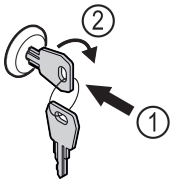

Fig. 90 Reprezentare exemplificatoare
▶ Introduceți cheia prin apăsare *Fig. 90 (1)*.
▶ Rotiți cheia cu 90° în sensul acelor de ceasornic *Fig. 90 (2)*.